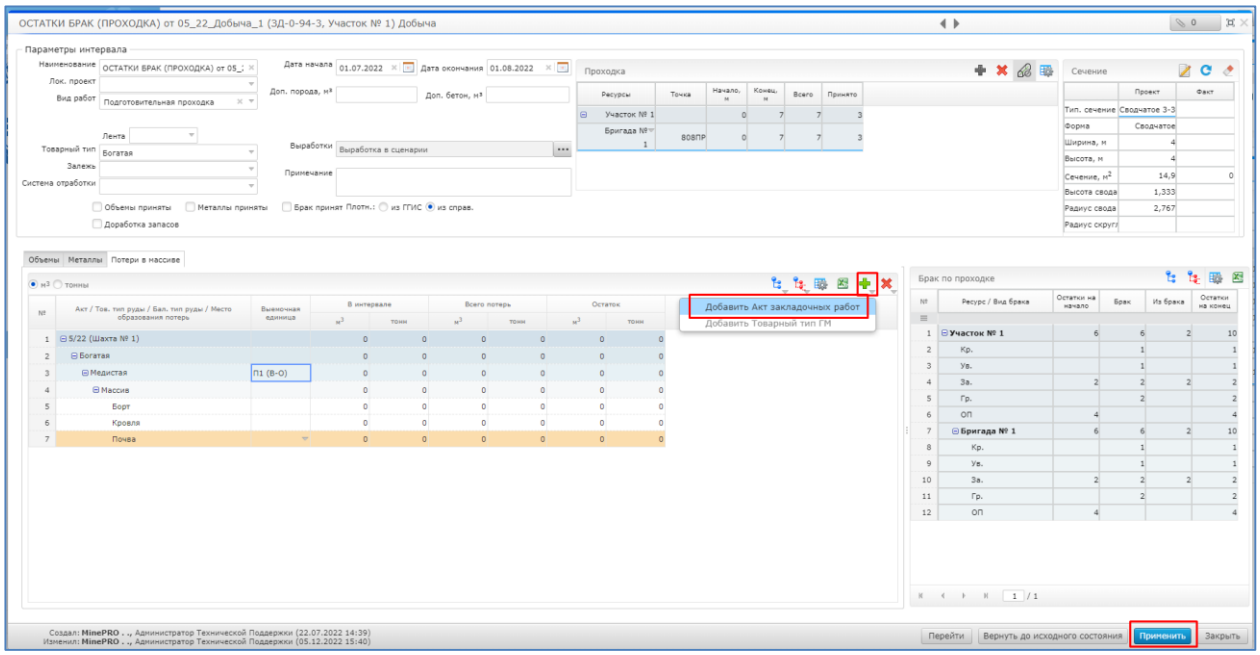

Рисунок 50. Внесение потерь в массиве
5. Нажать на кнопку «Применить» (Рисунок 50).